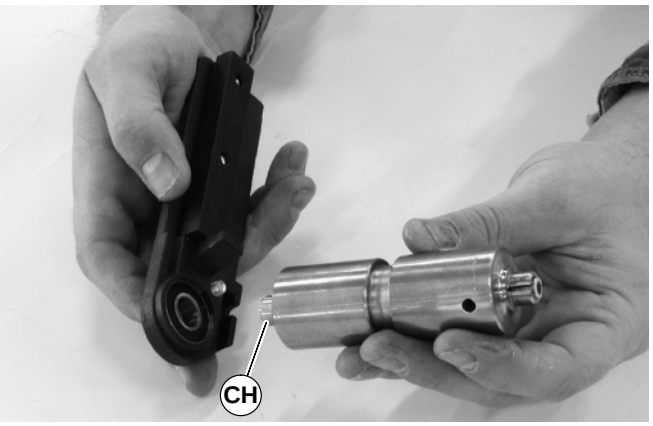

Abbildung 53
1. Nachdem das Lager in der vorderen Deckplatte installiert ist, das Lager auf den Achsenzapfen (CH siehe Abbildung 53) der Antriebswelle drücken. Für beide Seiten der Antriebswelle wiederholen.